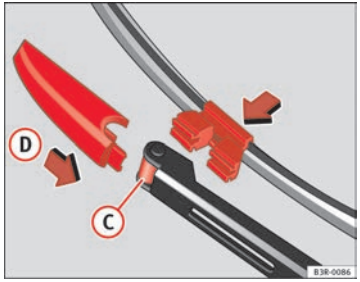

Fig. 171 Fitting the wiper blade
– Fit the new wiper blade into the mounting on the wiper arm ⇒ fig. 171 (C).
– Slide the retainer catch on the wiper blade in direction (D) so that it clicks into place on the wiper arm.